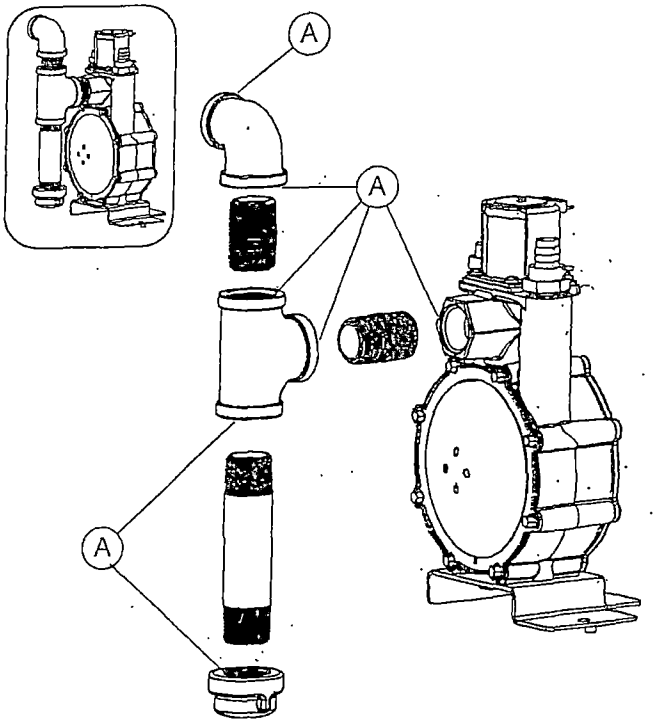

Figure 5-5. Connection Points to Leak Check
See *Figure 5-5*. Perform a final fuel system leak test after generator installation. The test will identify possible leaks at all connection points (A).